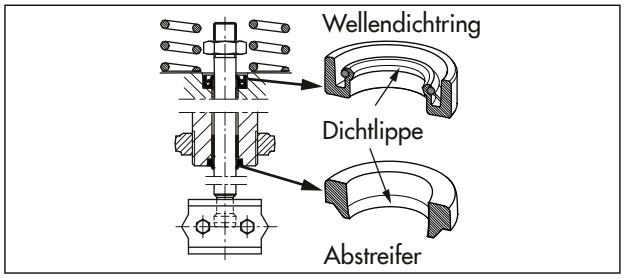

Bild 26: *Ausrichtung Wellendichtring und Abstreifer*
6. Wellendichtring mit geeignetem Werkzeug montieren. Dabei die korrekte Ausrichtung des Wellendichtrings beachten, vgl. Bild 26.
7. Wellendichtring mit geeignetem Werkzeug montieren. Dabei die korrekte Ausrichtung des Wellendichtrings beachten, vgl. Bild 26.